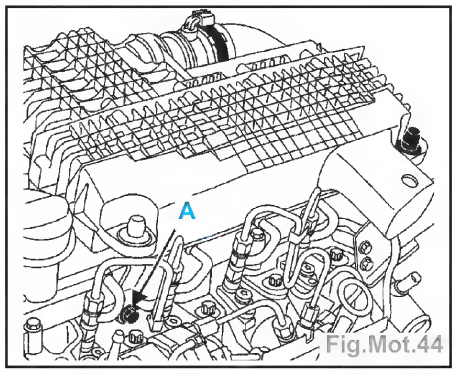

Fig.Mot.44
• la patte de support du filtre à air (A) (Fig.Mot.44),